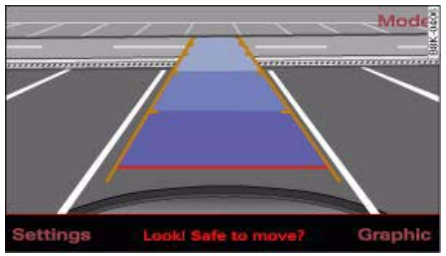

Fig. 193 MMI display: Aligning the vehicle
– Reverse into the space and adapt the steering angle to the parking space, using the orange lines to assist you ⇒ (!). (3) indicates the rear bumper. You should stop reversing, at the latest, when the red orientation line (4) is bordering on an object ⇒ ⚠!
– Align your vehicle according to the blue area marking ⇒ fig. 193. The blue marking is an extension of the vehicle outline and reaches about five metres to the rear of the vehicle. The shade of blue changes at a distance of approx. 1 m, 2 m and 5 m to the vehicle.